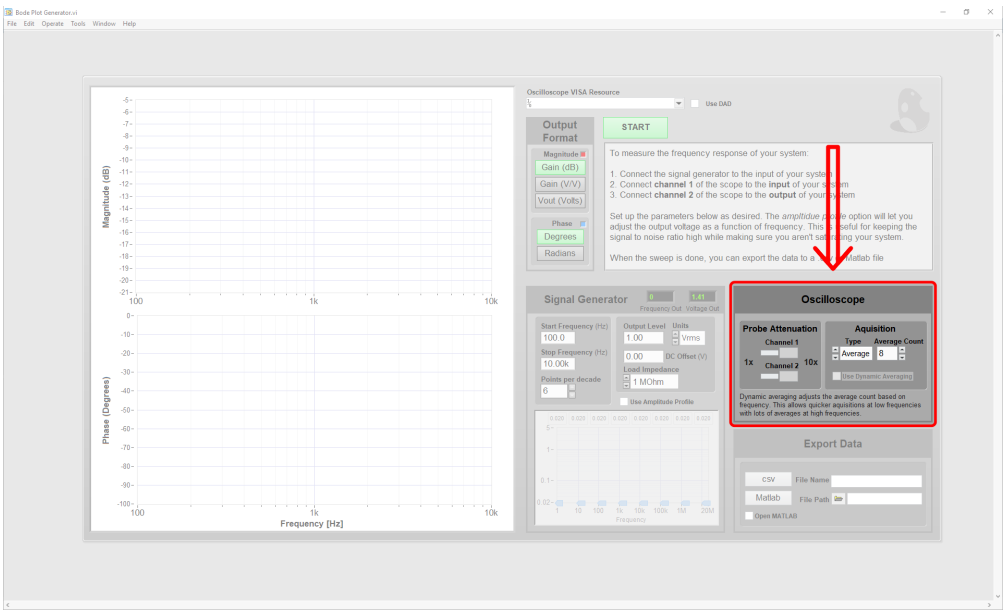

Figure 5: Oscilloscope setup
3. Set the desired oscilloscope settings (Figure 5)
2. Set up the oscilloscope channels. Note that Channel 1 is the ***input*** and Channel 2 is the ***output*** of your circuit. Set the probe attenuation to match the probes you're using–usually 10×.[2] (Figure 5)